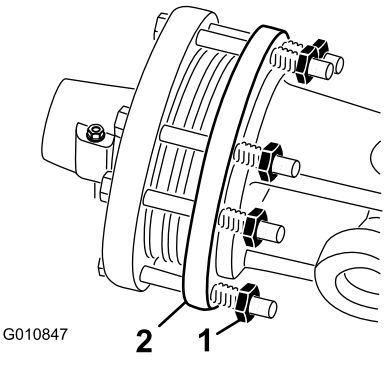

**Figuur 49**
1. Draai aan het einde van het seizoen beide moeren van de koppeling 2 slagen los (Figuur 49).